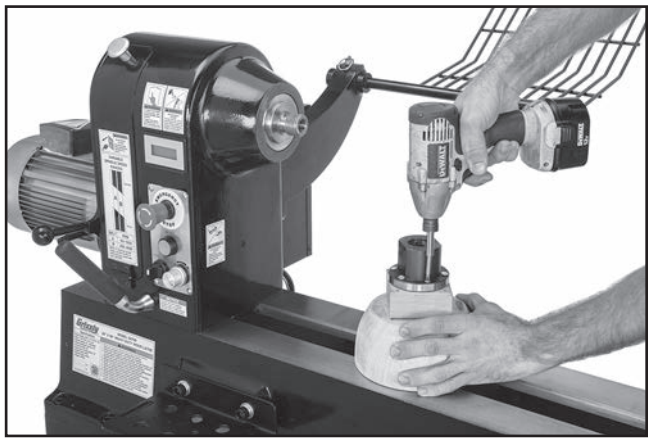

Figure 50. Typical attachment of faceplate to workpiece.
2. Center faceplate on workpiece and attach it (see **Figure 50**) with wood screws.